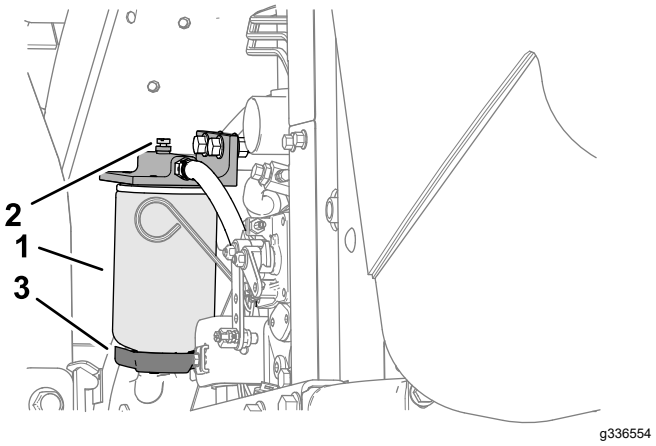

Rysunek 76
4. Odkręć śrubę spustową na dole obudowy filtra (Rysunek 76).
3. Wyczyść obszar wokół obudowy filtra (Rysunek 76).